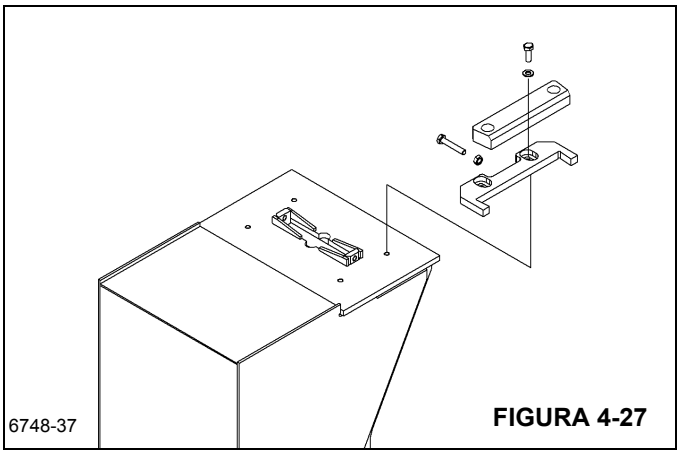

FIGURA 4-27
7. Quite el perno, la arandela y la arandela descentrada (Figura 4-27) que fijan cada almohadilla de desgaste superior trasera ajustable y saque las almohadillas de desgaste, las placas retenedoras y los pernos de la parte superior de la sección de extremo.